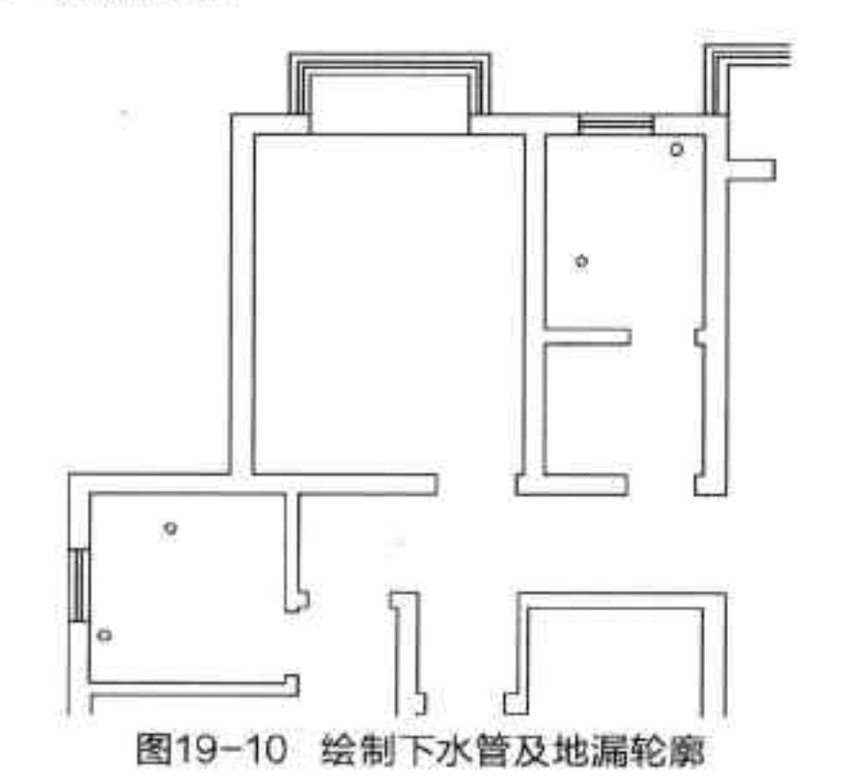

图19-10 绘制下水管及地漏轮廓
Step 05 执行“圆”命令，输入半径为 50mm，绘制下水管以及地漏轮廓，放置在实际位置，如图 19-10 所示。